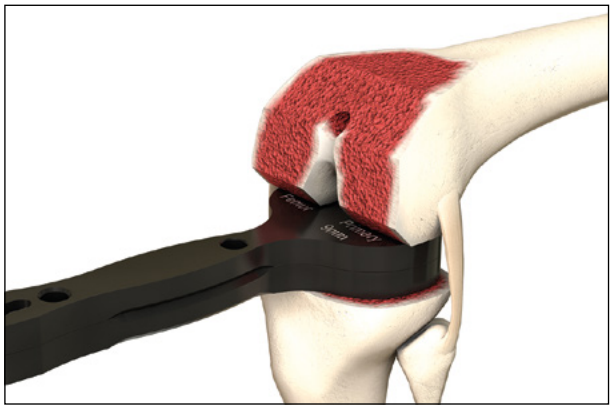

Fig. 32 Comprobación del espacio de flexión
- Insertar la placa base del bloque espaciador en el espacio de flexión con el inserto del bloque espaciador definido previamente en extensión (fig. 32).